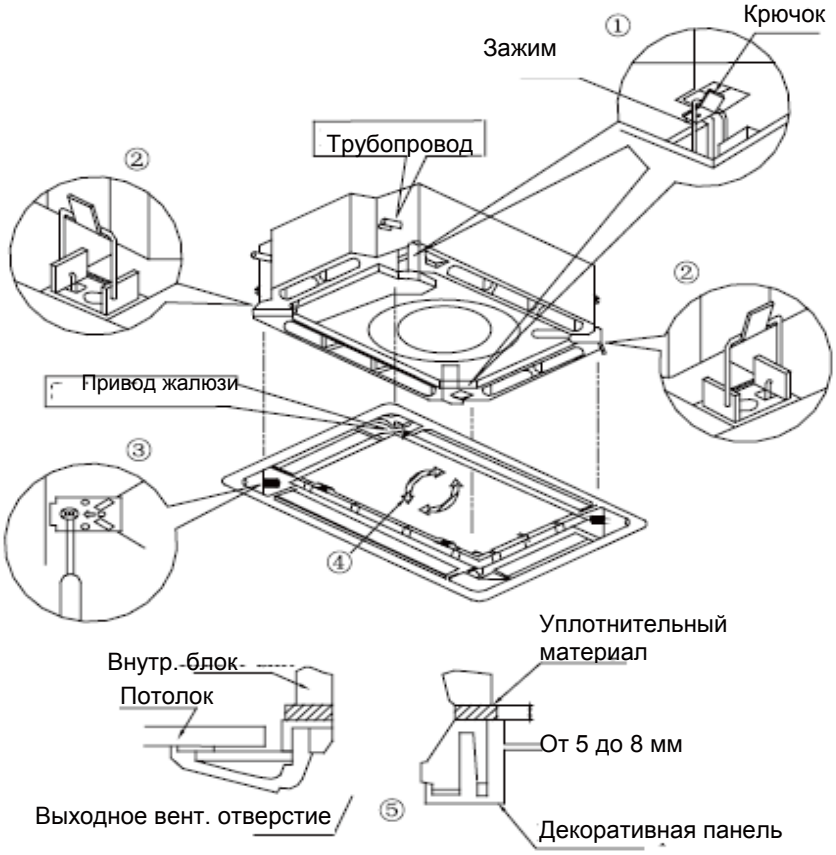

Рис. 13
Приложите панель к корпусу внутреннего блока, сопоставляя положение привода жалюзи панели, положение трубопровода панели и положение трубопровода внутреннего блока, как показано на Рис. 13.
4) Отрегулируйте положение панели, поворачивая ее в направлении, указанном стрелкой, как показано на Рис. 13, до момента ее полного контакта с потолком.